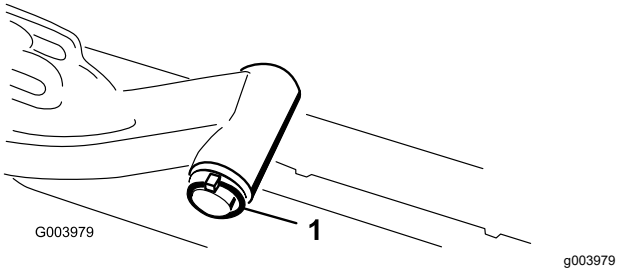

Figur 18
A. Ta bort hjulsprinten och brickan som håller fast lyftarmens svängaxel på lyftarmen, och skjut ut lyftarmens svängaxel ur lyftarmen (Figur 18).
C. Sätt i lyftarmens axel i lyftarmen och fäst den med brickan och hjulsprinten (Figur 18).